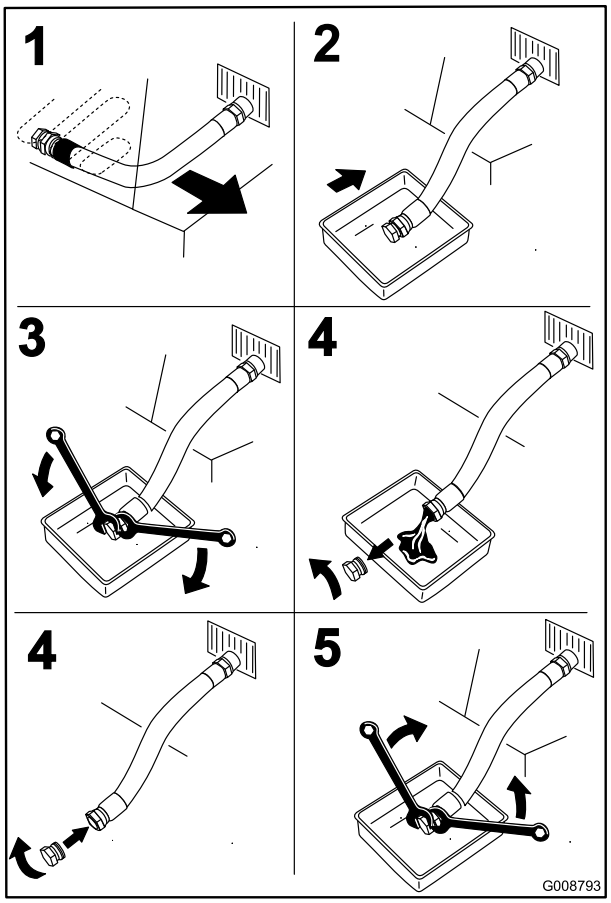

Figura 50
4. Pare el motor, retire la llave y espere a que se detengan todas las piezas en movimiento antes de abandonar el puesto del operador (Figura 50).